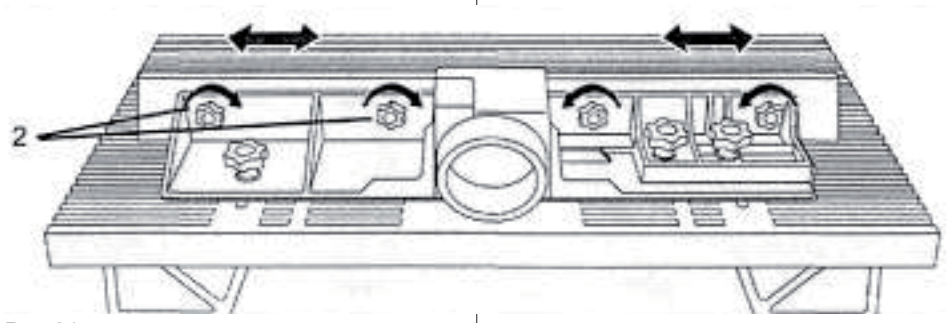

Рис.21
- Послабте стопорні гайки (1), якими напрямляюча кріпиться до столу, і посуньте напрямляючу до задньої або передньої частини столу. Таким чином можна встановити завантажувальний стіл, щоб заготовка не зісковзувала при поданні.
- Послабте стопорні гайки (2) на панелі напрямляючої, щоб можна було посунути напрямляючу вліво і вправо (рис. 21).